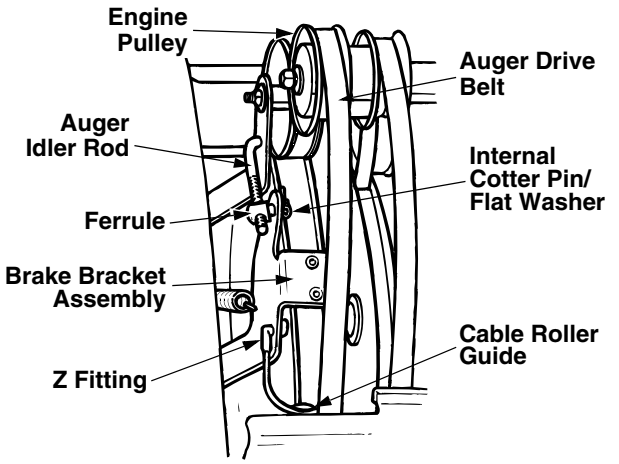

Figure 20
- Remove the internal cotter pin and flat washer from the ferrule in order to disconnect the auger idler rod from the brake bracket assembly. See Figure 20.
- Slip the auger drive belt (the front belt) off the engine pulley. See Figure 20.
- Attach the “Z” fitting of the cable into the brake bracket assembly. Refer to Figure 20.